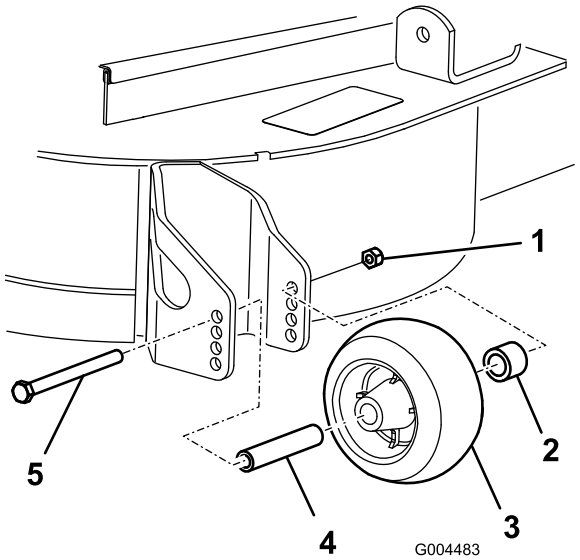

Figur 18
3. När du har ställt in klipphöjden ska du justera valsarna genom att ta bort flänsmuttern, bussningen, distansbrickan och bulten (Figur 18).
5. Montera flänsmutterns bussning, distansbricka och skruv. Dra åt till ett moment på 54–61 Nm (Figur 18).